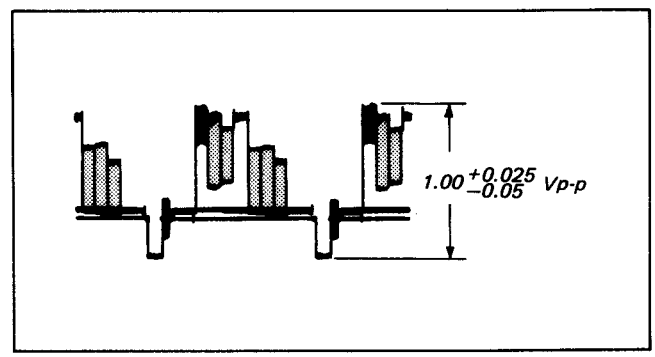

Fig. 3-11 Y FM deviation adjustment
3) Confirm that VIDEO OUT level is $1.00^{+0.025}_{-0.05}$ (Fig. 3-11).